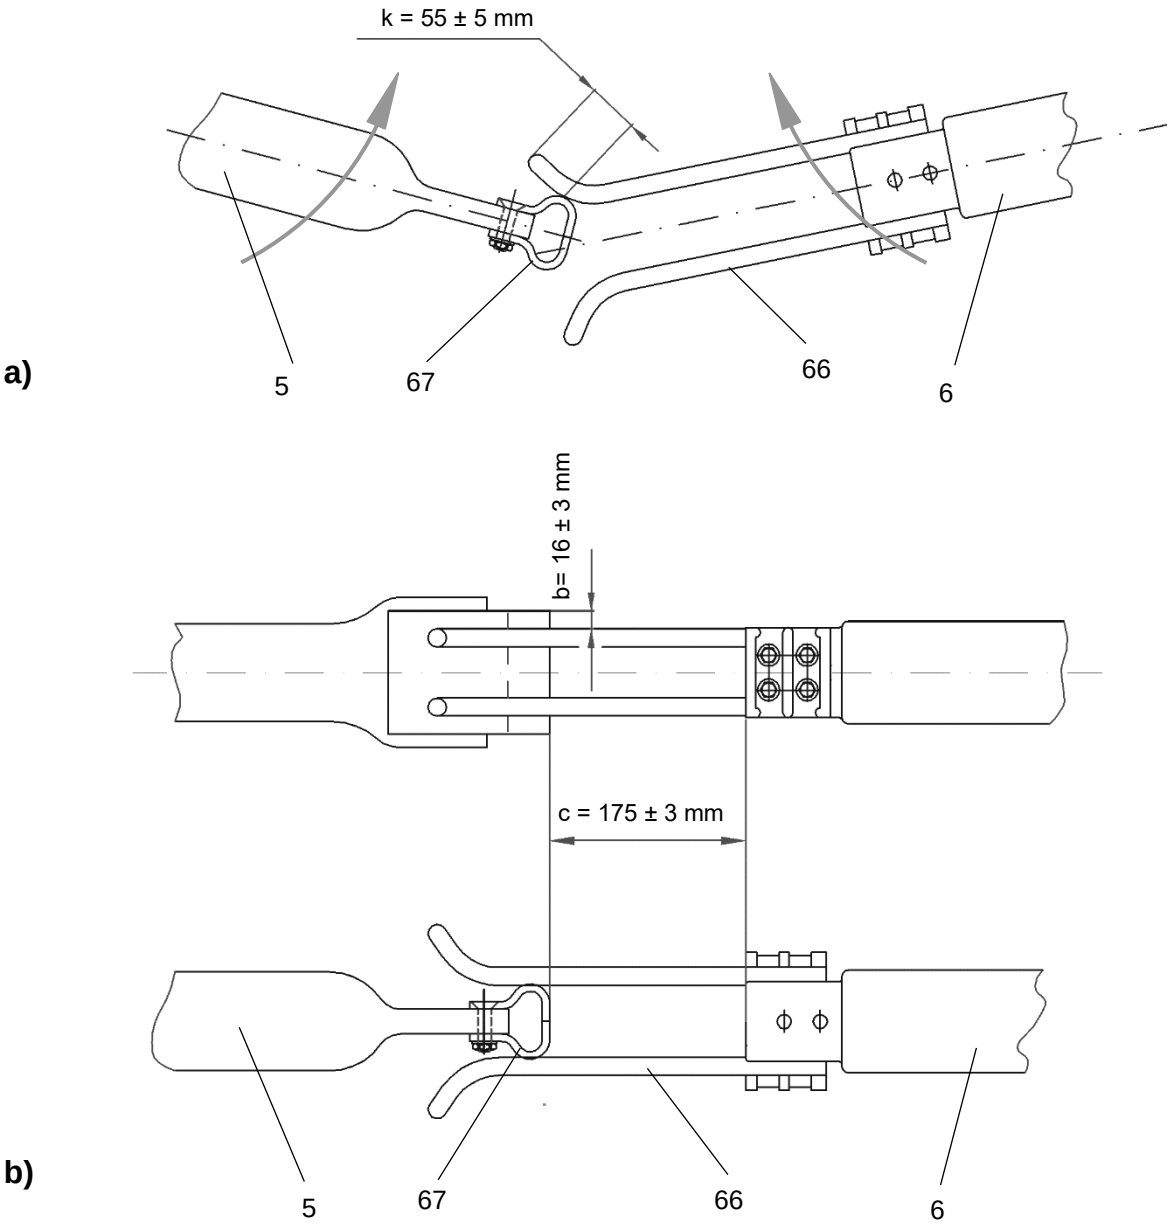

Rysunek 17 Regulacja styków głównych odłącznika
8. Ustawić cięgło napędowe (37) w pozycji bez naprężeń (montaż bezpośrednio na ramie) a następnie dokręcić nakrętki zabezpieczające (338)
9. Dokręcić śruby mocujące dźwignię napędową (74)
10. Zdemontować kątowniki ustawcze (328) z pozostałych biegunów
12. Zwrócić uwagę na łagodne zejście styków głównych odłącznika (wymiar "k") [Rys. 17] oraz na wyraźne przekroczenie pozycji martwych przez dźwignię napędową i cięgło napędowe
14. Nasmarować powierzchnie stykowe zacisków wysokiego napięcia (17)
18. Wyregulować odległości w strefie stykowej (wymiary "b" i "c") [Rys. 17] i jeżeli to konieczne wykorzystać do regulacji śruby dwustronne (13) [Rys. 6] w podstawie obrotowej (70) przechylając izolator